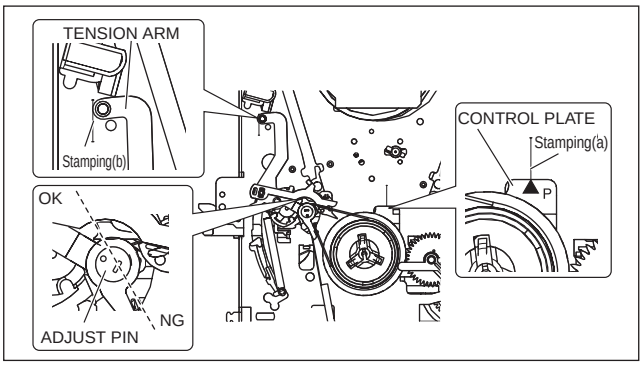

Fig.4-2a
(1) Play back the back tension cassette gauge (A).
(2) Check that the indicated value on the left side gauge is within the specified value (G).
(3) If the indicated value is not within the specified value (G), perform the adjustment in a following procedure.(See Fig.4-2a.)
d) Rotate the reel disk (S) by about one turn clockwise and make sure that the round hole of the adjustment pin is located in the “OK” range. If it is outside this range, restart the adjustment from the beginning.